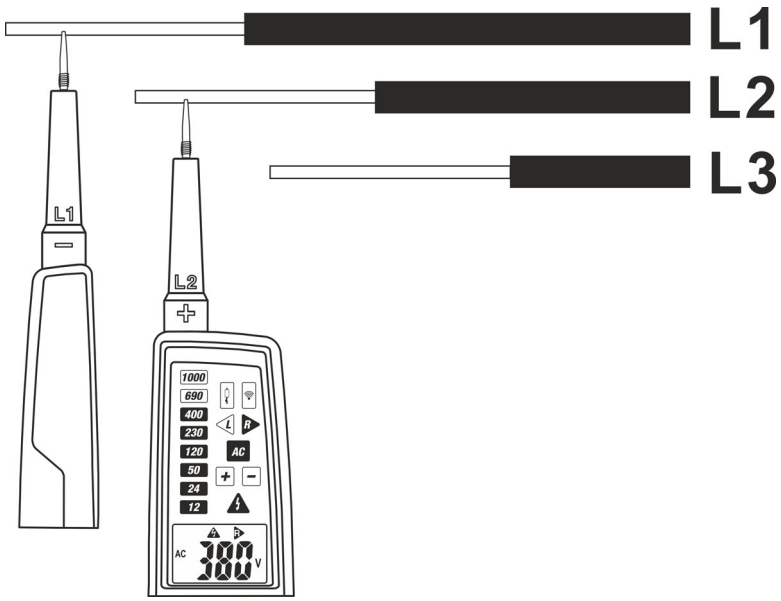

Fig. 8: Senso ciclico delle fasi
2. Collegare i puntali **L1** alla fase L1 il puntale **L2** alla fase L2 del sistema trifase in prova (vedere Fig. 8). La misura è eseguita **solo con contatto dei puntali sulla parte metallica dei conduttori**